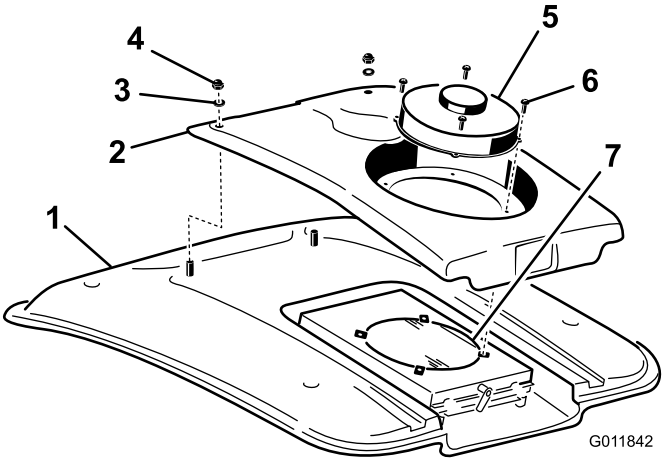

Figuur 87
2. Verwijder de (4) schroeven waarmee de ventilator en de condenserkap aan de ventilatorbeugel zijn bevestigd (Figuur 87).
4. Verwijder de twee moeren en ringen waarmee de voorzijde van de condenserkap aan het cabinedak is bevestigd (Figuur 87).
8. Reinig de condenser van de airconditioning grondig met perslucht (Figuur 87).